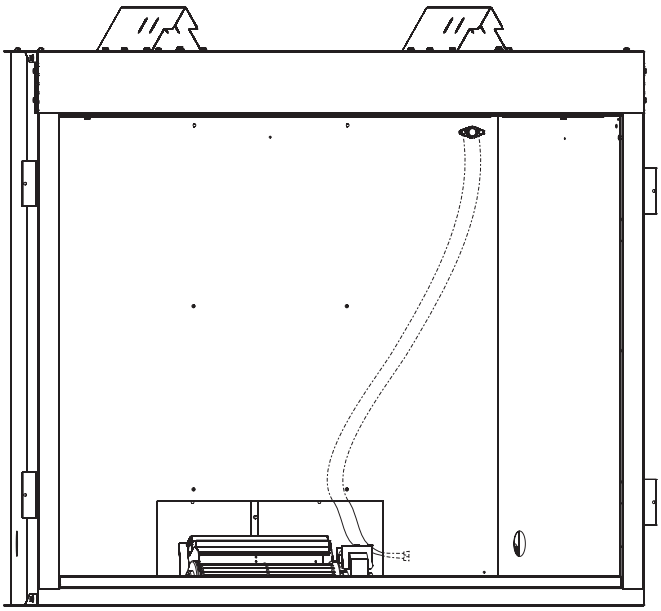

Figure 16
6. Next, find the fan control switch and wire assembly. Feed the wires through the hole at the top of the firebox, and secure the fan control switch with (2) #6 screws provided. **See Figure 16.**
7. The fan control wires will slide down between the firebox and outer wrap near the blower assembly. **See Figure 16**.